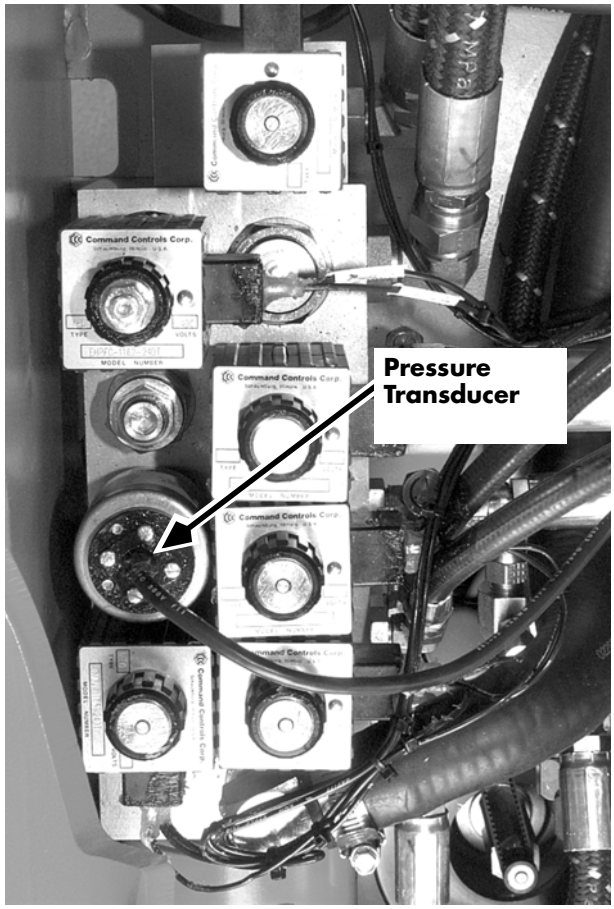
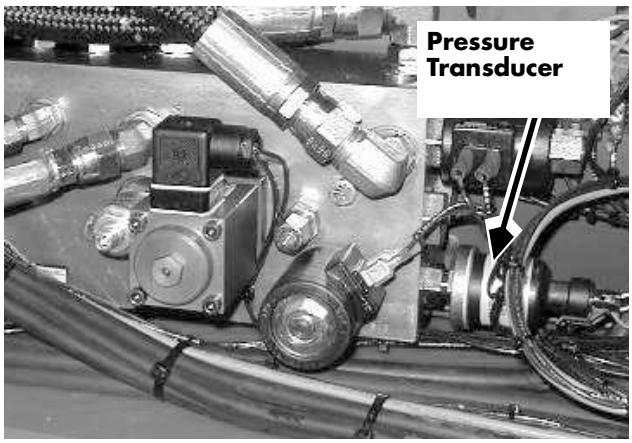

Figure 7-208: Pressure Transducer, Series EZ-B
Figure 7-209: Pressure Transducer, Series EZ-A
4. There are two styles of transducer. One has an integral cable harness (see Figure 7-209 on page 7-227); the other has a detachable cable harness (see Figure 7-208 this page).
5. Use an open-end or crow-foot wrench to remove the pressure transducer from the manifold. See Figure 7-208 on page 7-226 on this page or Figure 7-209 on this page. Discard the used O-ring.